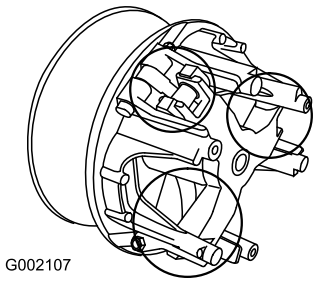

Figur 47
5. Smør de bevegelige delene i områdene som er sirklet inn i Figur 47 ved å bruke Toro Dry Lubricant Spray, tilgjengelig fra din autoriserte Toro-forhandler eller -distributør.